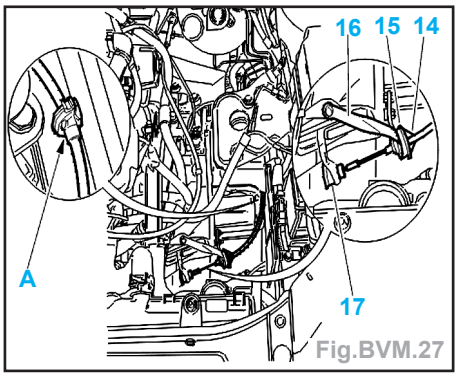

Fig.BVM.27
- Reposer la bague (17) dans la fourchette de débrayage (Fig.BVM.27).